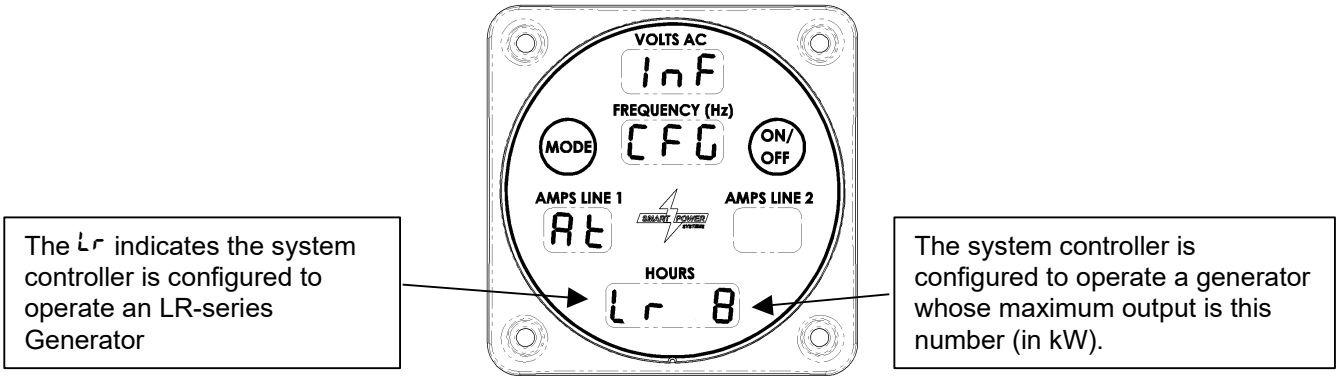

Figure 20 – Example Configuration Display
e. When the Command & Control Center is in Normal mode, pressing the Mode switch five times will cause the configuration of the generator system controller to be displayed. The "Lr" indicates the controller is configured to run an LR-series generator, and the number displayed corresponds to the maximum power output of the generator in kilowatts (reference Figure 20).